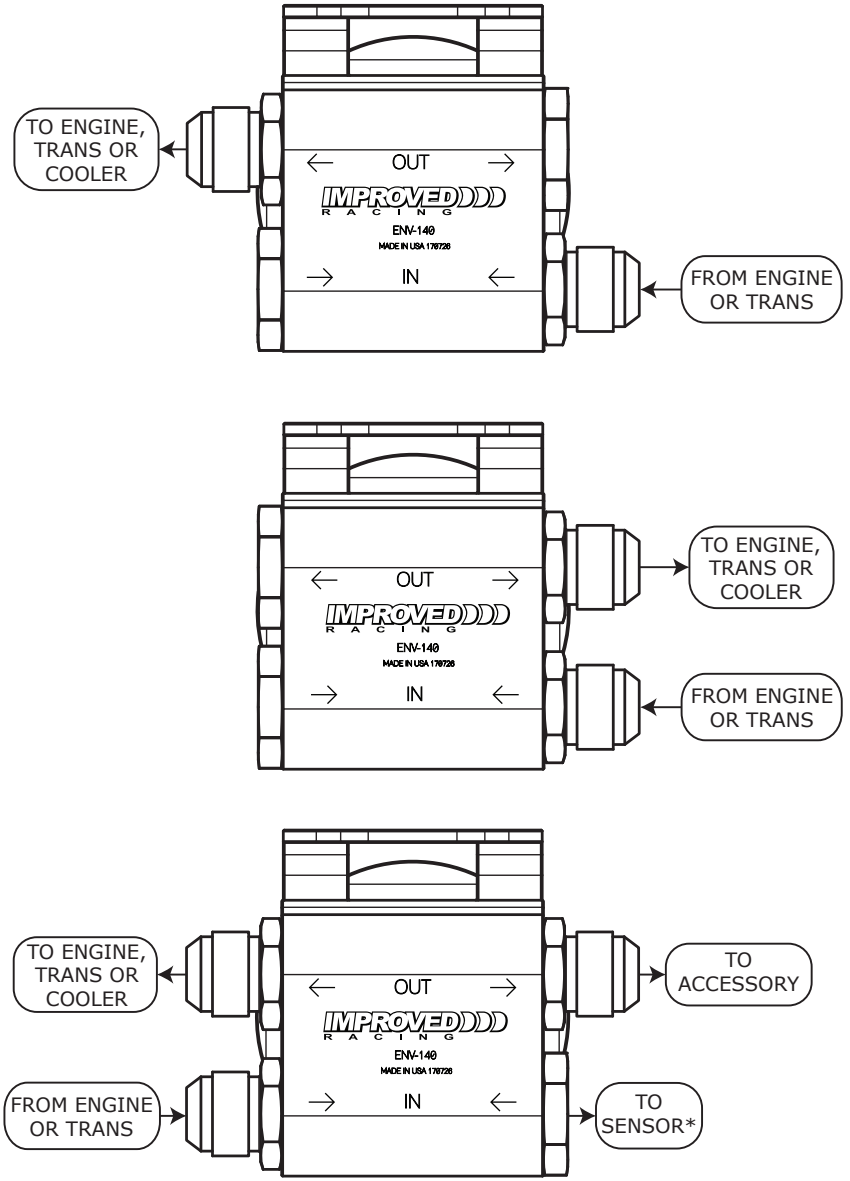

Figure 1 - Plumbing and Flow Configuration Examples
- Some example configurations are shown in Figure 1.